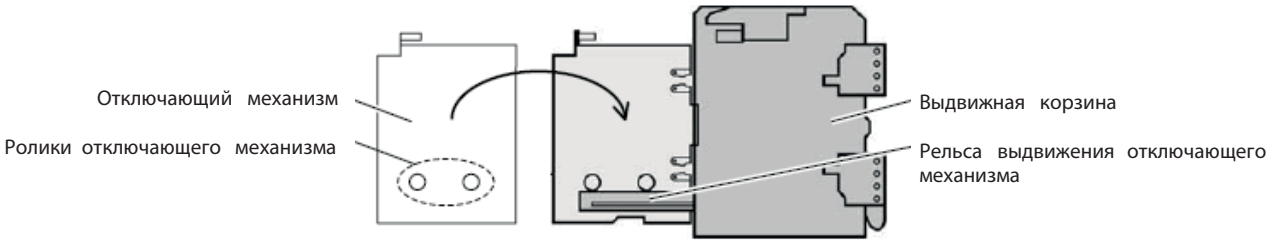

Рис. 26. Установка отключающего механизма на рельсу выдвижения
3. Следует использовать опциональный подъемник или подъемную плиту чтобы поместить ролики отключающего механизма на рельсу выдвижения (рис. 26).